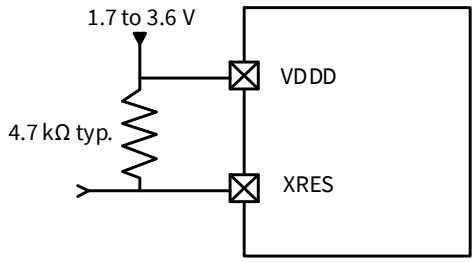

Figure 5 XRES connection diagram
- External reset dedicated pin (XRES) to reset the device using an external source. The XRES pin is active LOW and has a weak internal pull up of 85 kΩ. An optional 4.7 kΩ pull up resistor can be connected to VDDD as shown in **Figure 5**.